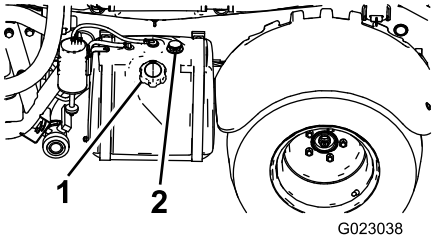

Figur 12
2. Rengjør området rundt der filteret skal festes (Figur 12).